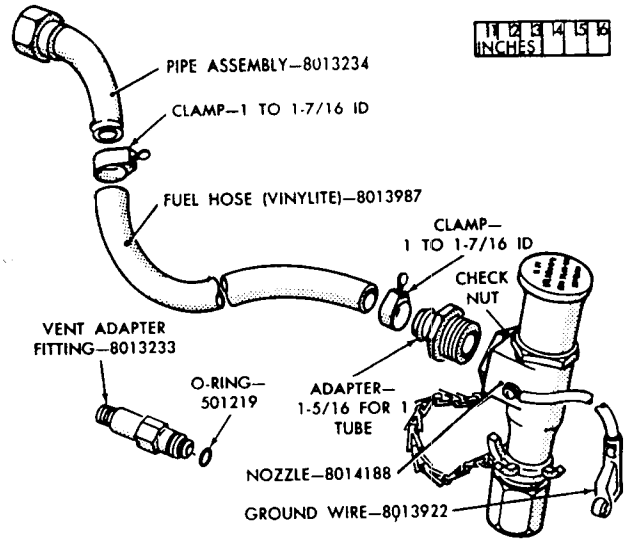

*Figure 79. Fuel pipe and plastic hose assembly.*
*d. Pipe and Plastic Hose Assembly* (fig. 79). The pipe and plastic hose assembly (fuel hose), together with the fuel-fill nozzle, connect the fuel can to the missile fuel tank.